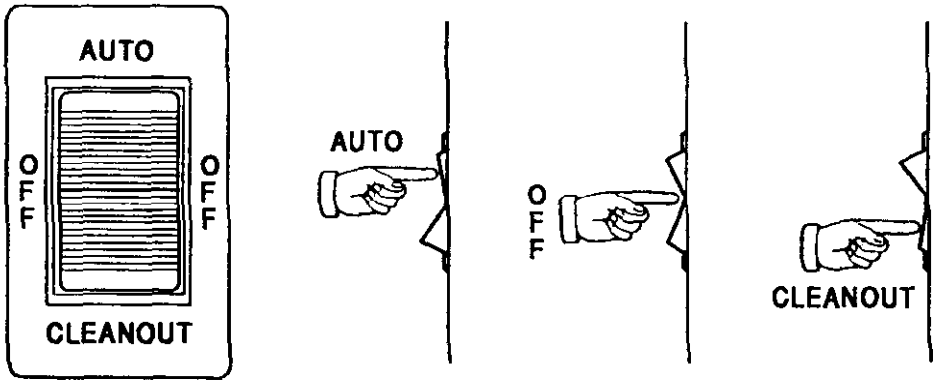

FIGURE 4
2. Set the control switch on the front panel to “CLEANOUT” postion. (See Figure 4).